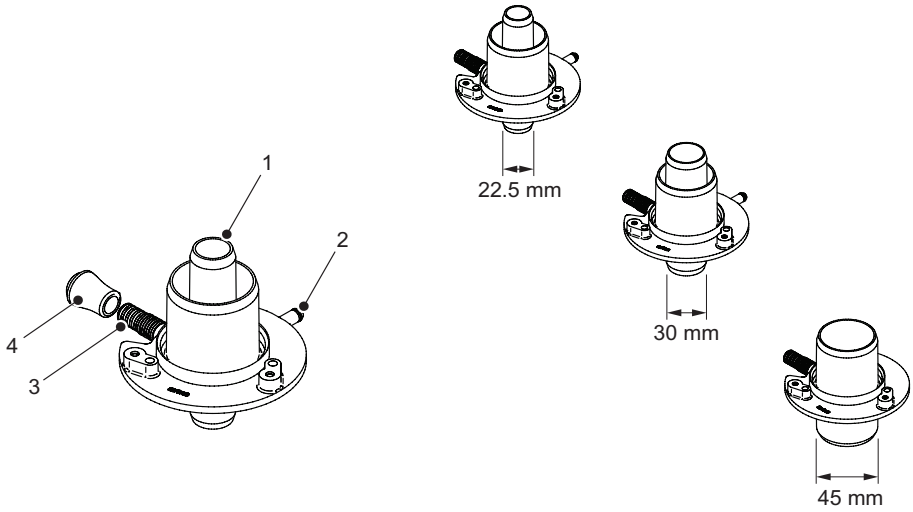

Figure 8 : Adaptateur vapeur
a. Trois adaptateurs vapeur sont fournis avec chaque unité de ventilation correspondant aux trois tailles d'orifice de sortie de vapeur des humidificateurs Condair. Choisir un adaptateur présentant un diamètre d'arrivée correspondant au diamètre du cylindre de vapeur sur l'humidificateur. Consulter la *Figure 8*.
b. Installer et fixer le bouchon d'extrémité (fourni) sur la lumière de refoulement de l'adaptateur vapeur, à l'aide d'un collier à ressort 9,5 mm (fourni). Consulter la *Figure 8*.